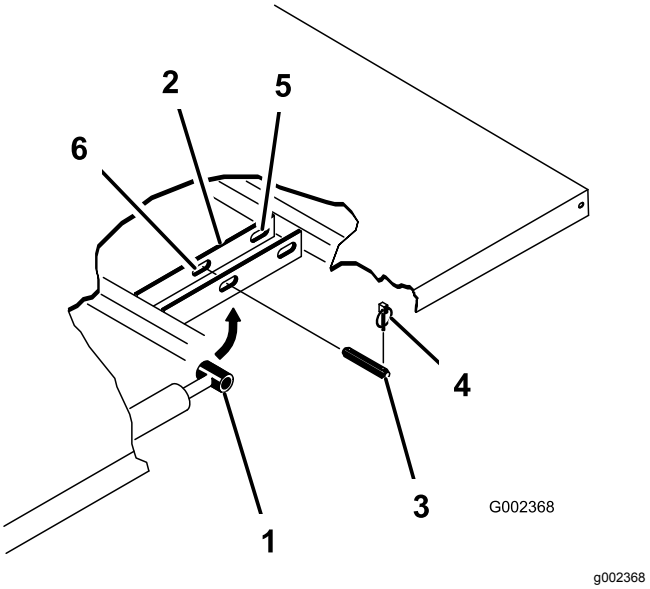

Figur 23
3. Tag ringstifterne af de yderste ender af cylinderstangens gaffelbolte (Figur 23).
4. Afmonter de gaffelbolte, der fastgør cylinderstangens ender til ladmonteringspladerne, ved at skubbe boltene indad (Figur 23).
5. Afmonter de ringstifter og gaffelbolte, der fastholder aksebeslagene på stelkanalerne (Figur 23)